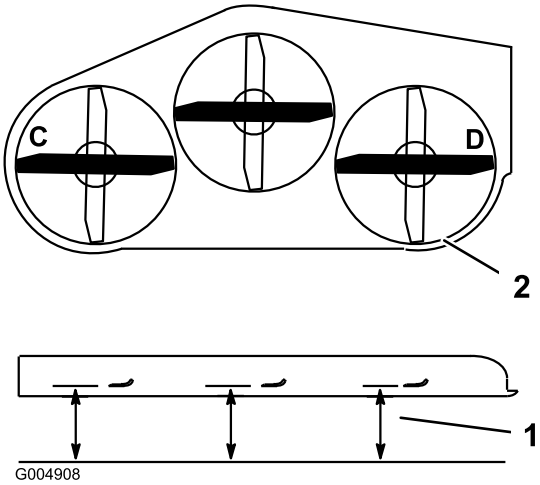
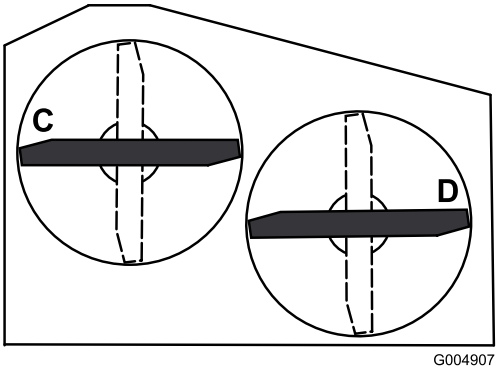

**Figure 76**
**Figure 77**
2. Tournez les lames jusqu'à ce qu'elles soient parallèles dans le sens transversal. Mesurez la distance aux points **C** et **D** (Figure 76) entre une surface plane et le bord coupant des pointes des lames. Pour les tabliers de coupe de 36 pouces, reportez-vous à la Figure 77.